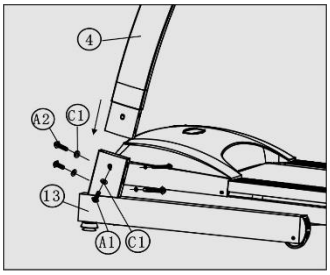

Figure 1
Insert Left upright tube (4) to base frame (13), and attach four half-round bolts M8X16 (A2), one Half-round bolt M8X40 (A1), and five Flat washers Φ8 (C1), Do not tighten all parts provisionally (see figure 1)